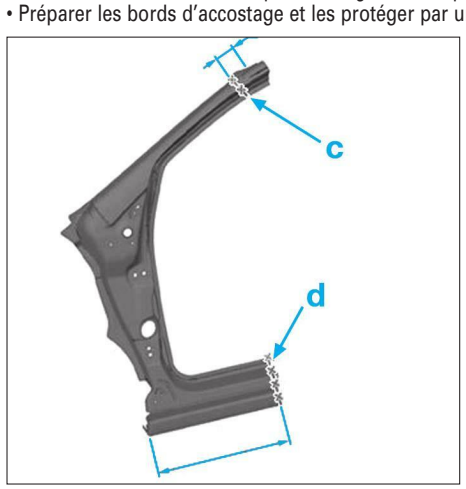

**FIG. 45**
• Percer au diamètre de 6,5 mm pour soudage ultérieur par points bouchons **(Fig.45)**.